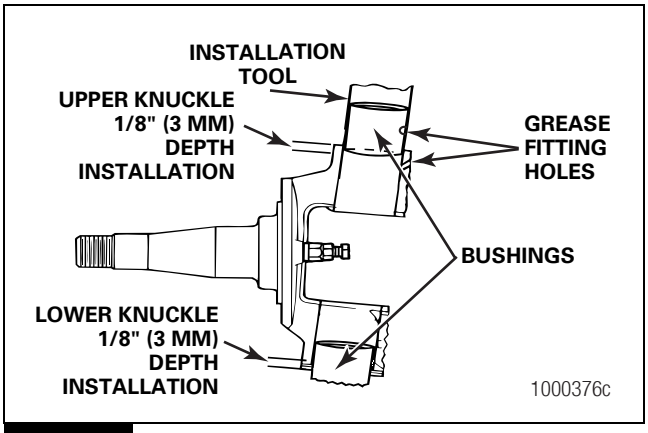
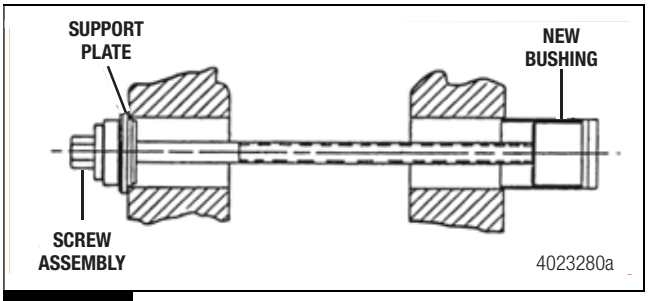

Figure 6.2
Figure 6.3
1. Place the new bushing into the upper knuckle bore. On MFS-7 and -8 front axles, the bushing hole must be aligned with the grease fitting hole in the knuckle bore. Figure 6.2.
2. Assemble the tool as shown in Figure 6.3. Use the installlation tool to start the bushing 1/8-inch (3 mm) STRAIGHT into the upper bore. Figure 6.2. Complete the installation as described in Table E.
4. Place the new bushing into the lower knuckle bore. On MFS-7 and -8 front axles, the bushing hole must be aligned with the grease fitting hole in the knuckle bore. Figure 6.2.
5. Use the installation tool to start the bushing 1/8-inch (3 mm) STRAIGHT into the lower bore. Figure 6.2. Complete the installation as described in Table E.
3. Place the new bushing into the upper knuckle bore. On MFS-7 and -8 front axles, the bushing hole must be aligned with the grease fitting hole in the knuckle bore. Figure 6.2.
4. Use the installation tool to start the bushing 1/8-inch (3 mm) STRAIGHT into the upper bore. Release the pressure. Figure 6.2. Complete the installation as described in Table E.
6. Place the new bushing into the lower knuckle bore. On MFS-7 and -8 front axles, the bushing hole must be aligned with the grease fitting hole in the knuckle bore. Figure 6.2.
7. Use the installation tool to start the bushing 1/8-inch (3 mm) STRAIGHT into the lower bore. Release the pressure. Figure 6.2. Complete the installation as described in Table E.